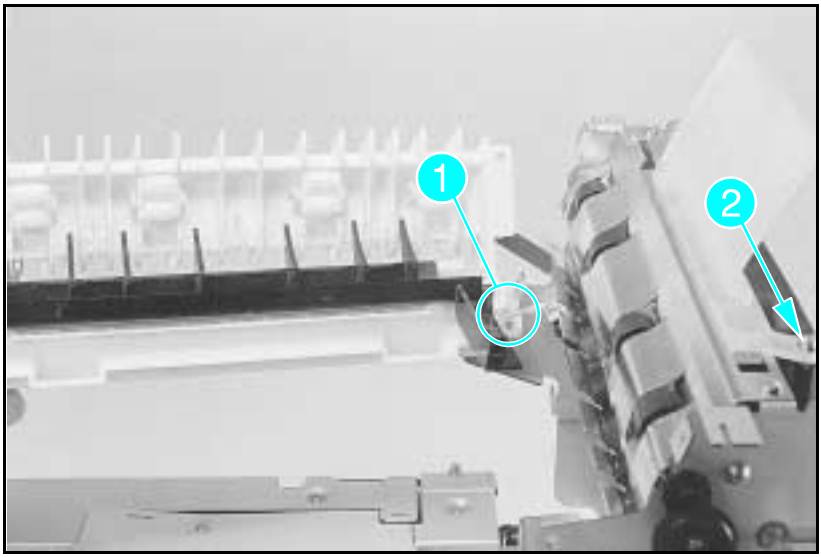

Figure A-12 Wire Routing and Upper Switchback Guide Screw
Note: When re-assembling, verify proper wire routing as shown in Figure A-12, callout 1.
3 Remove the (1) screw shown previously in Figure A-12, callout *2*. Remove the upper switchback paper guide by releasing its latch with a flat screwdriver and pushing to the side.